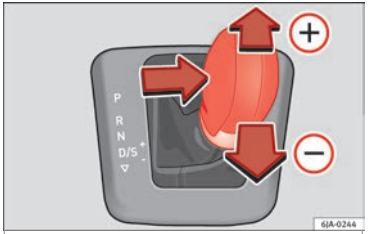

Fig. 180 Selector lever: Tiptronic.
– Push the selector lever gently forwards (+) ››› **Fig. 180**.
– Push the selector lever gently backwards (-) ››› **Fig. 180**.